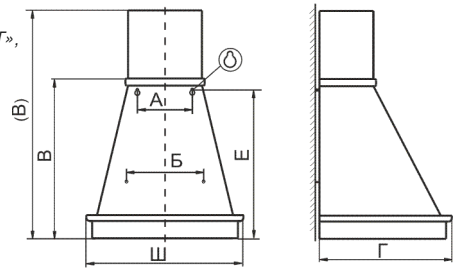

рис. 2
6.2 Крепление кухонной вытяжки (рис. 2, табл. 2):